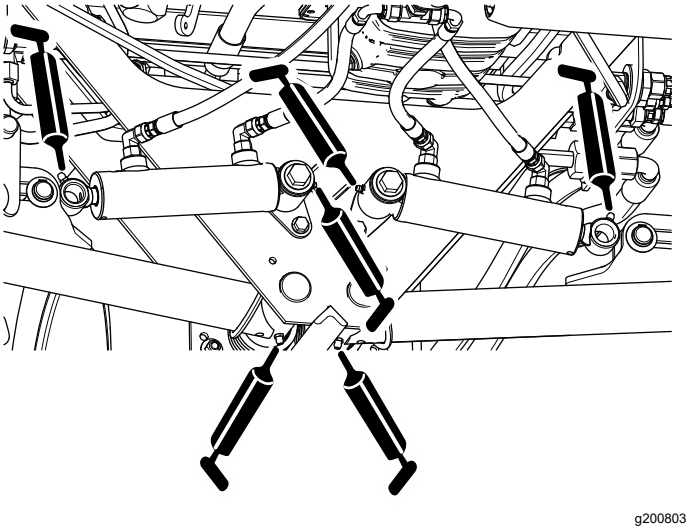

**Figur 43**
- Bakre lyftarmstappar och lyftcylindrar (tre per sida), se Figur 43.